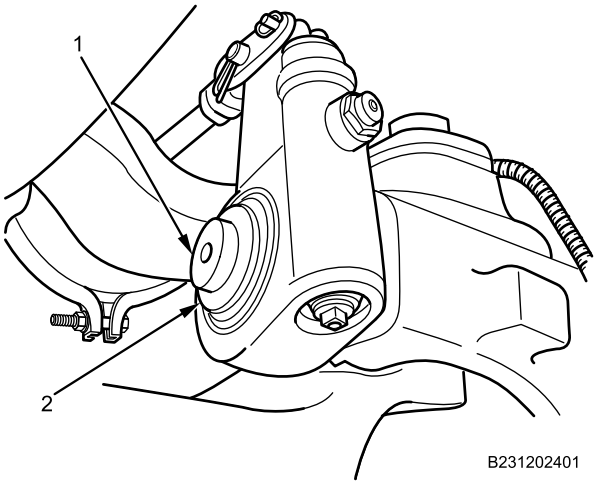

Figure 1. Snapring Removal.
1. Remove snapring (Figure 1, Item 2) and washers from brake S-camshaft (Figure 1, Item 1). Discard washers.